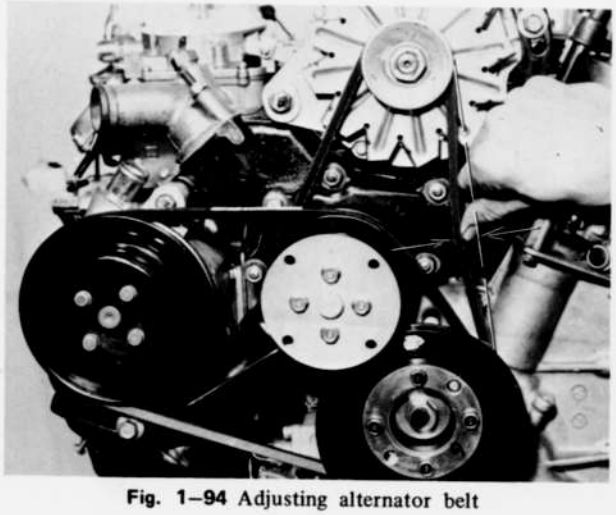

Fig. 1–94 Adjusting alternator belt
5. To adjust the "V" belt tension, push the "V" belt with about 10 kg (22 lb) as shown in Fig. 1–95. The belt deflection should be **10 ± 1 mm (0.40 ± 0.04 in).**